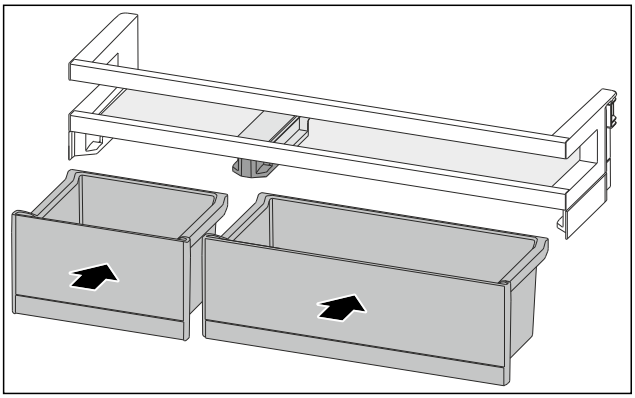

Fig. 110
▶ VarioBoxy vložte v opačném pořadí. (viz Fig. 110)